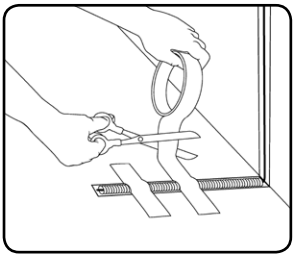

fig. 4
-Introducir la sonda de suelo dentro del tubo flexible de protección, sellar el tubo con cinta adhesiva (para evitar que el material de agarre de las baldosas penetre), colocar el tubo en la ranura realizada, y fijarlo con cinta adhesiva (Ver fig. 4).